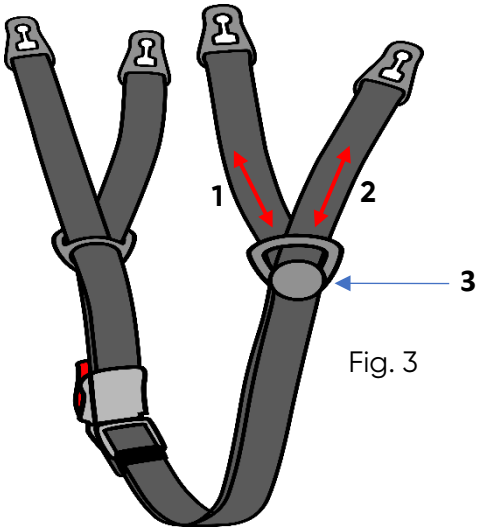

Fig. 3
Pasek podbródkowy (Fig. 3) posiada regulację długości, indywidualnie dla lewej i prawej części paska. Dla każdej z części można zmienić długość przedniego (1) i tylnego (2) odcinka, przesuwając pasek przez rozdzielacz (3).